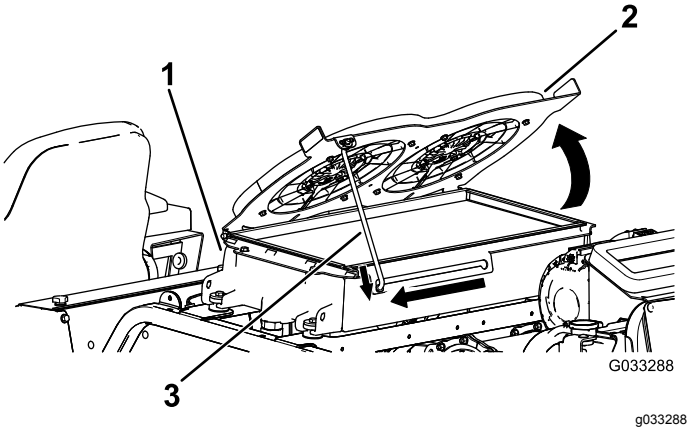

Figur 109
2. Sving de hydrauliske kjøleviftene oppover og lås støttestangen i hakket (Figur 109).